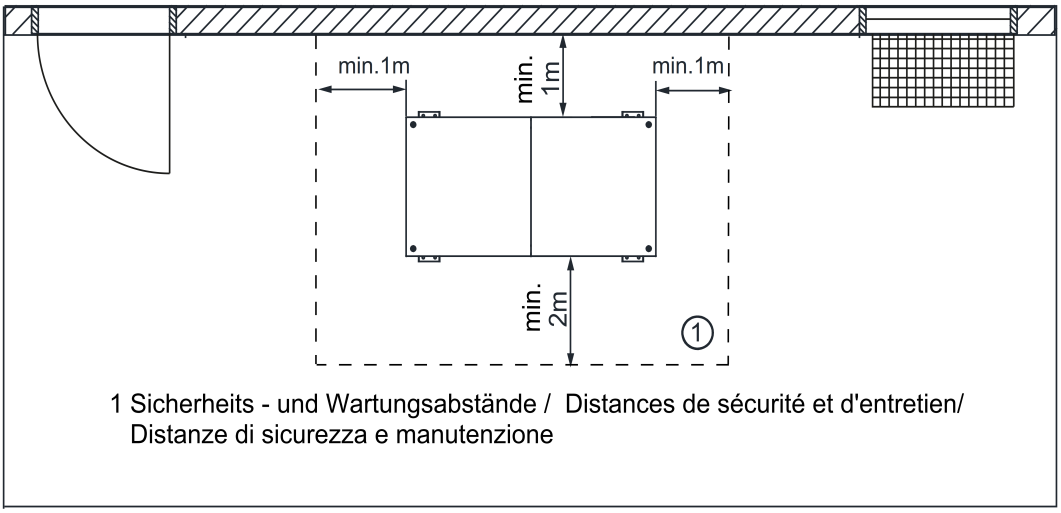
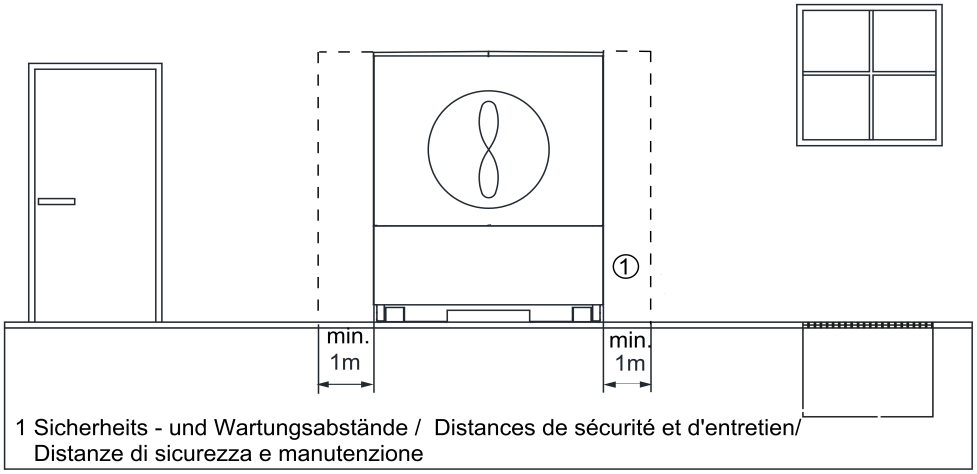

Abb. 6.1:Sicherheitsbereich und Wartungsbereich der Wärmepumpe
Abb. 6.2:Sicherheitsbereich und Wartungsbereich der Wärmepumpe
Zur Durchführung von Wartungsarbeiten ist ein Wartungsbereich ②, siehe Abb. 6.1 auf S. 8 und Abb. 6.2 auf S. 9 mit den dargestellten Abständen frei zugänglich zu halten. Bei Aufstellung von mehreren Wärmepumpen sind die Wartungsabstände ② zwischen den einzelnen Wärmepumpen einzuhalten.
Es ist ein **Sicherheitsbereich ① von 1 Meter** umlaufend um das Gerät einzuhalten (Abb. 6.1 auf S. 8). In diesem Bereich dürfen sich keine Zündquellen, Fenster, Türen, Lüftungsöffnungen, Lichtschächte, Öffnungen zur Kanalisation und dergleichen befinden. Offene Abläufe (z.B. Dachrinne bei Dachmontage der Wärmepumpe) zu einer tieferen Fläche sind zulässig, wenn sich dort im Umkreis von 1 Metern keine Abläufe ins Kanalsystem befinden. Innerhalb des Sicherheitsbereiches sind Gebäudedurchbrüche luftdicht auszuführen. Der Sicherheitsbereich darf sich nicht auf Nachbargrundstücke oder öffentliche Verkehrsflächen erstrecken. Das Gerät ist so zu positionieren, dass im Falle einer Leckage kein Kältemittel in benachbarte Gebäude gelangt oder auf irgendeine andere Weise Personen gefährdet werden.